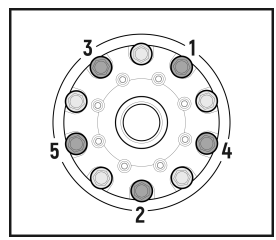

Рис. 19
- *Выкрутите предварительно установленные **пять** болтов. Нанесите фиксатор резьбы в резьбовые отверстия и на резьбу болтов, затем вкрутите и затяните их динамометрическим ключом моментом, указанным в руководстве по ремонту автомобиля. (**Рис. 19**)*